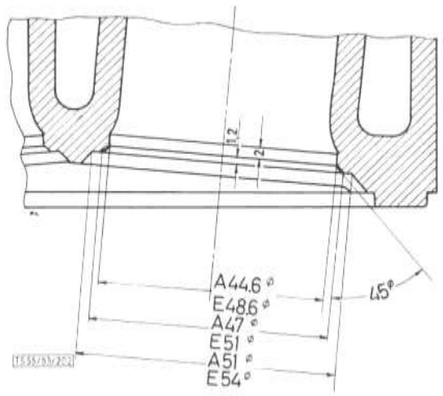

Bild 22: **Ventilsitzmaße**
2. Die Bohrung unterhalb des Ventilsitzes ungefähr 2 mm mit Reguliersenker nachsetzen (Bild 22), u. zw. gibt es wieder 2 Reguliersenker (W 7077 und W 7078) mit Außendurchmesser 48,6 mm für Einlaß und 44,6 mm für Auslaß.
4. Oberen Ventilsitzdurchmesser messen. Er soll für Auslaß 47 und für Einlaß 51 mm betragen (Bild 22). Abweichungen von diesem Wert werden durch Nachsetzen mit Reguliersenker (20/1) korrigiert.
5. Die Breite des zylindrischen Teiles der Bohrung unter dem Ventilsitz messen und gegebenenfalls mit Reguliersenker nachsetzen, bis die Breite mindestens 2 mm beträgt (Bild 22).